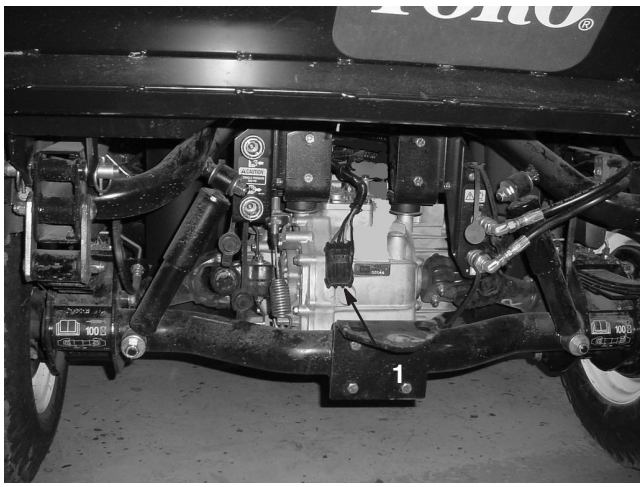

Figure 6
6. Acheminez le faisceau jusqu'à l'arrière de la machine, comme illustré à la Figure 6.